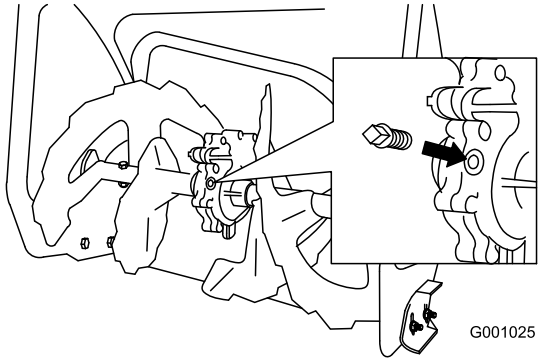

Рисунок 41
2. Очистите поверхность вокруг пробки редуктора (Рисунок 41).